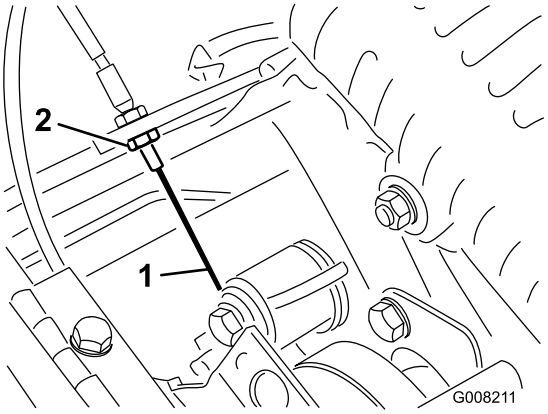

Figur 46
3. Hvis du ønsker å øke kabelspenningen, må du løsne på den fremre og stramme den bakre låsemutteren på kabelen (Figur 46) helt til du trenger en kraft på 3 til 4 kg for å koble til trekkontrollen. Mål kraften på regulatorknappen.